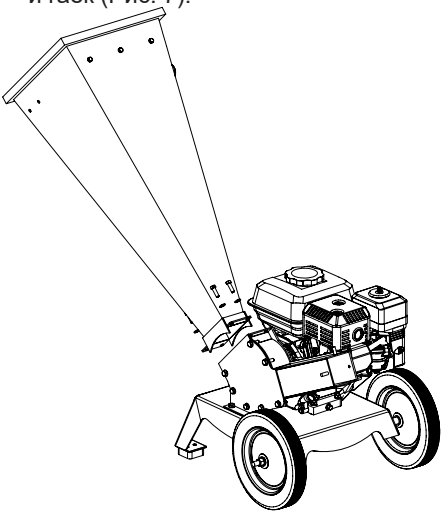

Рис. 7 Установка загрузочной воронки
4. Установите загрузочную воронку на фланец корпуса измельчителя и закрепите её с помощью болтов, шайб и гаек (Рис. 7).